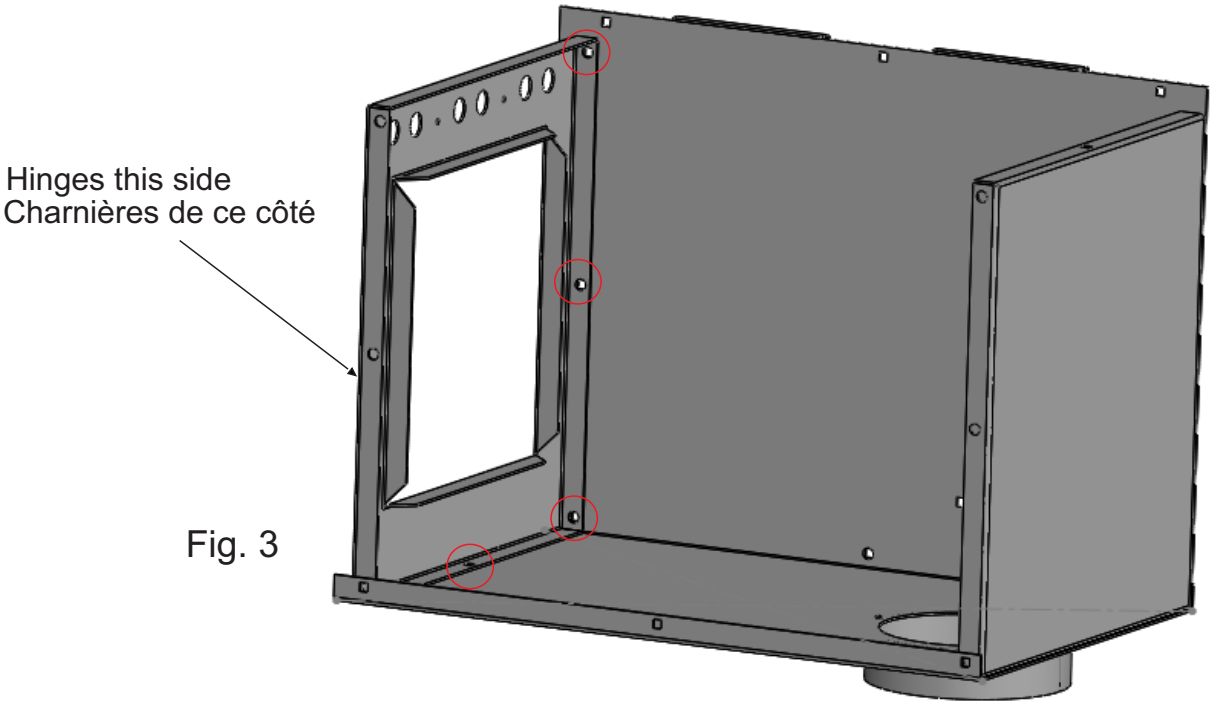

Fig. 3
3. Stand front panel in place as shown in Fig. 3. Install bolts in circled holes. Tighten all installed bolts.
Posez le panneau avant à sa place comme indiqué à la Fig. 3. Installez les boulons dans les trous encerclés au rouge. Serrez tous les boulons installés.